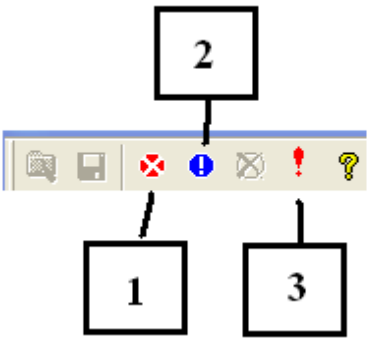

Рисунок 5.18 – Панель управления расчетом.
- остановка расчета (1, Рисунок 5.18),
- пауза (2, Рисунок 5.18),
- продолжение расчета после паузы (3, Рисунок 5.18).